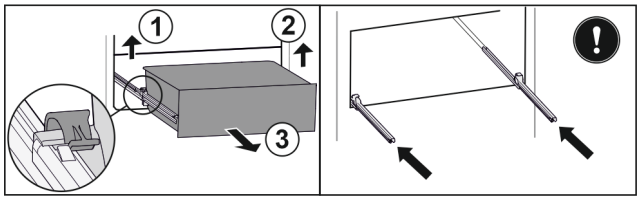

Fig. 34
▶ Lift left clamp and simultaneously pull drawer forwards on the left. *Fig. 34 (1)*
▶ Lift right clamp and simultaneously pull drawer forwards on the right. *Fig. 34 (2)*
▶ Remove drawer to the front. *Fig. 34 (3)*